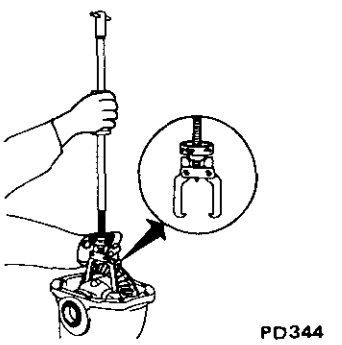

Fig. PD-9 Removing differential case assembly
4. Using slide hammer (HT72400000), lift differential case assembly out. See Figure PD-9.